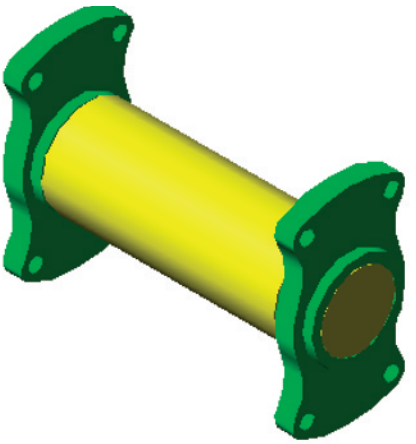
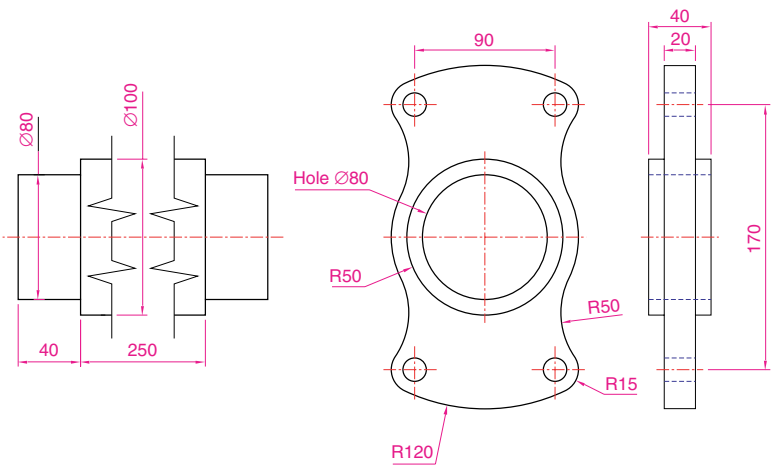

Fig. 10.26 Exercise 2 – a rendering of the holders and roller
Fig. 10.27 Exercise 2 – details of the parts of the roller and holders
2. Fig 10.26 is a rendering of a roller between two end holders.Fig. 10.27 gives details of the end holders and the roller in orthographic projections.